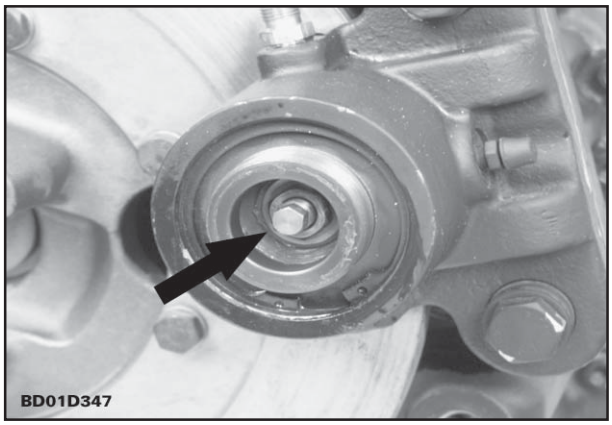

Fig. 5
8. Solte a contraporca que fixa o pino central (fig. 5).